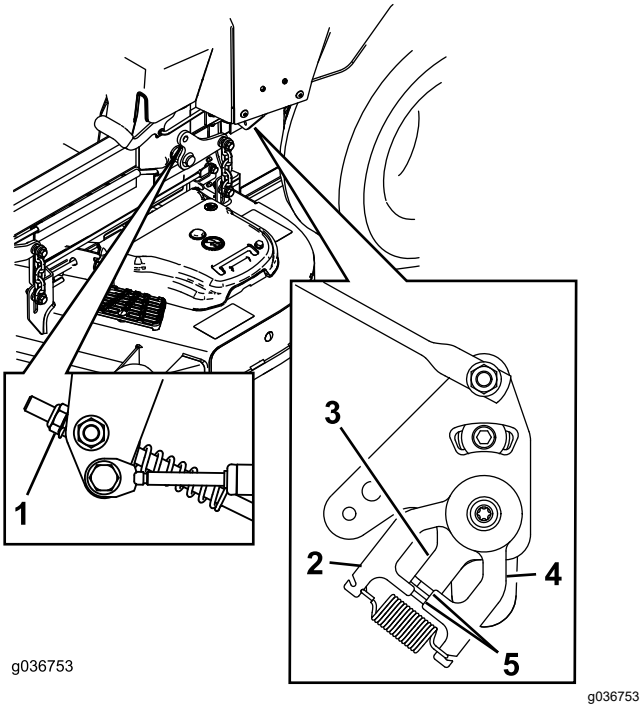

**Figur 68**
11. Juster lengdene på pumpekontrollstangene ved å dreie mutteren i passende retning til hjulene kryper noe i revers (Figur 68).